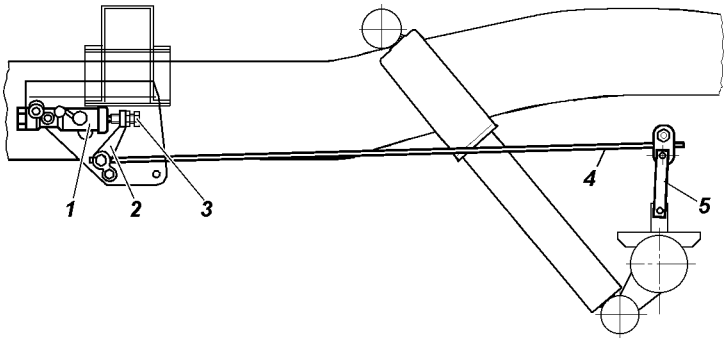

Рис. 9.35. Привод регулятора давления:
В процессе эксплуатации и при замене задних рессор необходимо регулировать усилие упругого рычага 4 (рис. 9.35) на поршень регулятора. Регулировку производите в следующей последовательности:
4. Доверните болт 3 (см. рис. 9.35) на 2 и 1/3 оборота (14 граней головки болта.